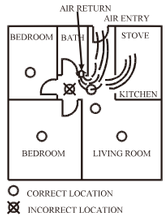

Figure 6: RECOMMENDED SMOKE ALARM LOCATIONS TO AVOID AIR STREAMS WITH
- When air streams passing by kitchens, the way how an alarm can sense combustion particles in normal air-flow paths is graphically shown in Figure 6, which indicates the correct and incorrect smoke alarm locations concerning this problem.